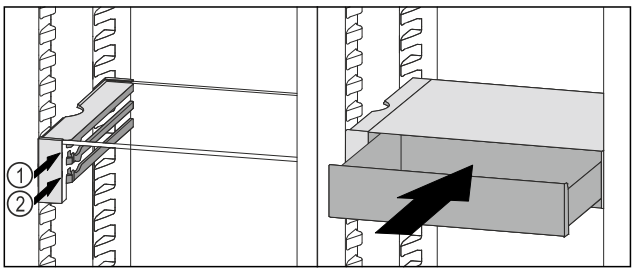

Fig. 115
▶ Uzlieciet VarioSafe atvilktni aiz aizturiem uz vajadzīgās ribas *Fig. 115 (1)* vai *Fig. 115 (2)*.